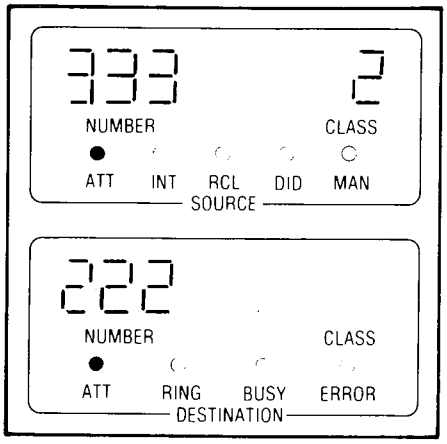

Fig. 356-2
- SOURCE display shows number of check extension 1 and digit 2 (Don't Answer code) (Fig. 356-2)
- SOURCE display shows number of check extension 1 and "Don't Answer code "2" (Fig. 356-2))